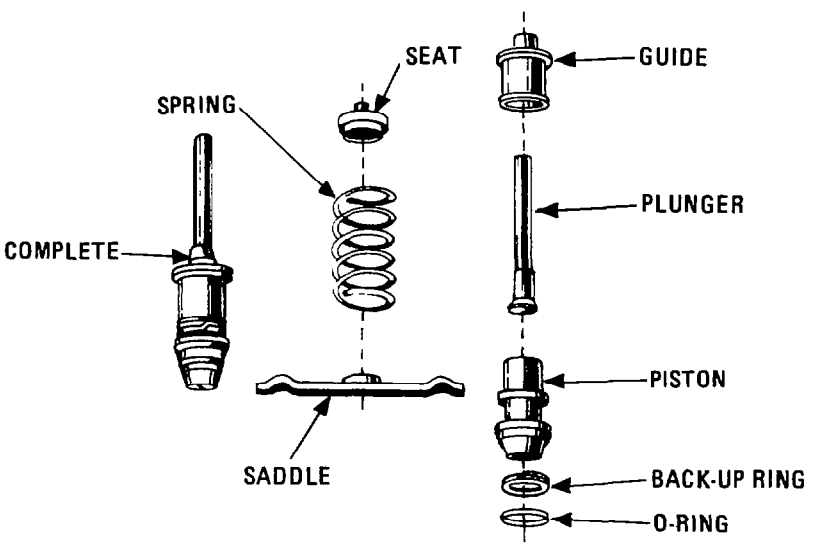

Fig. 379 — Unloader Mechanism
m. Use long nosed or snipe nosed pliers to remove the unloader spring, spring saddle and spring seat from the inlet cavity in the crankcase; remove the unloader plungers and guides (see fig. 379).